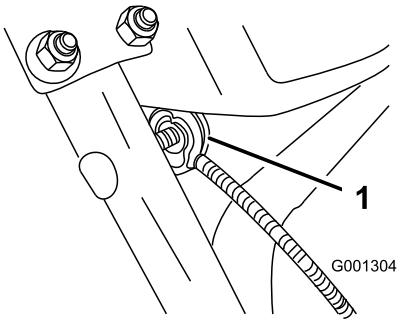

Рисунок 7
3. Выверните гайку с шайбой из рукоятки, присоедините тросик с зажимом к рукоятке, наверните гайку с шайбой и затяните ее рукой (Рисунок 7).